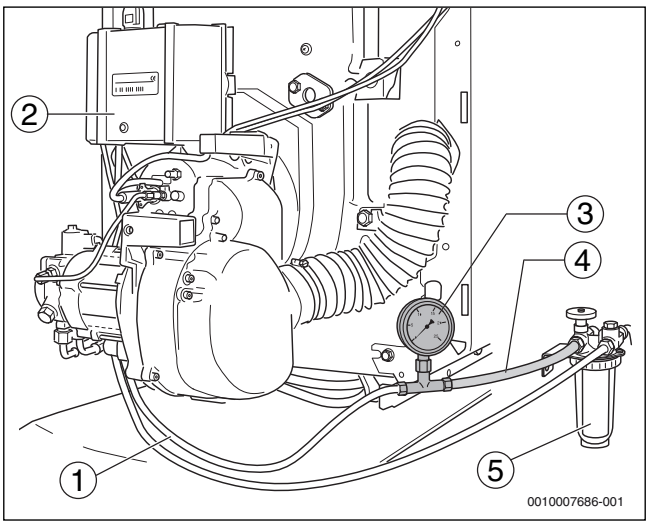

*Bild 19 Ölfilter, Vakuummeter und transparenter Schlauch*
- ▶ Vakuummeter (→ Bild 19, [3]) mit transparentem Schlauch (→ Bild 19, [4]; Zubehör), wie dargestellt, zwischen Ölfilter (→ Bild 19, [5]) und Ölansaugleitung (→ Bild 19, [1]) montieren.
- ▶ Blasenfreiheit des angesaugten Öls über den transparenten Schlauch (→Bild 19, [4]) kontrollieren.
- ▶ Ölabsperrhahn am Ölfilter (→Bild 19, [5]) schließen und transparenten Schlauch (→Bild 19, [4]) mit Vakuummeter (→Bild 19, [3]) demontieren.
- ▶ Ölansaugleitung (→Bild 19, [1]) an den Filteranschluss des Ölfilters anschließen.